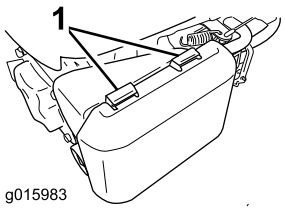

Figur 24
1. Tryck ned spärrhakarna på luftrenarkåpan (Figur 24).